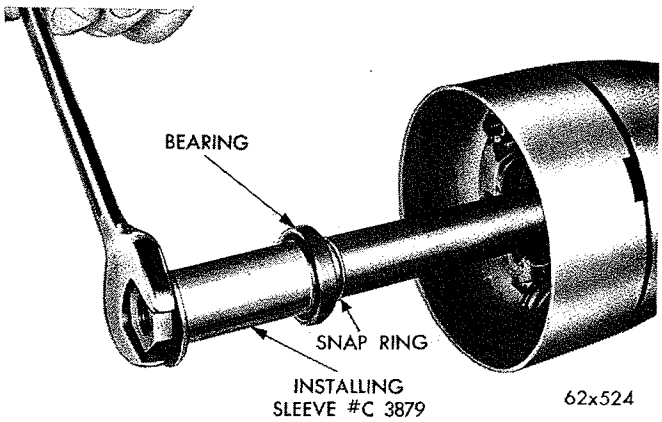

*Fig. 35—Installing Steering Column Upper Bearing*
(17) Place insulator over upper column bearing and into bore in the bearing housing. Use a soap solution or rubber lubricant to ease installation.
(18) Install snap ring in lower groove on steering shaft and slide shaft upward into column and through the upper bearing.
(19) Position wavy upper snap ring against top of the bearing. Place bearing installing sleeve Tool C-3879 and steering wheel retaining washer and nut, on top of steering shaft in that order (Fig. 35).
(20) Turn steering wheel retaining nut to exert pressure on installing sleeve, upper snap ring, and bearing, pressing bearing down onto knurled section of steering shaft and against the lower snap ring.